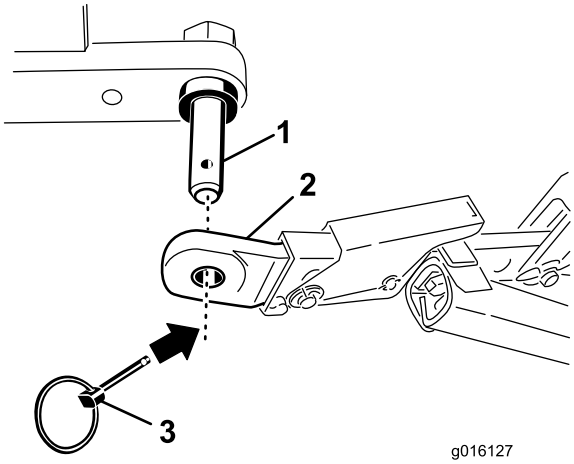

**Figuur 3**
4. Bevestig de onderste verbindingsarmen met lynchpennen op de montagepennen van de beluchter (Figuur 3).